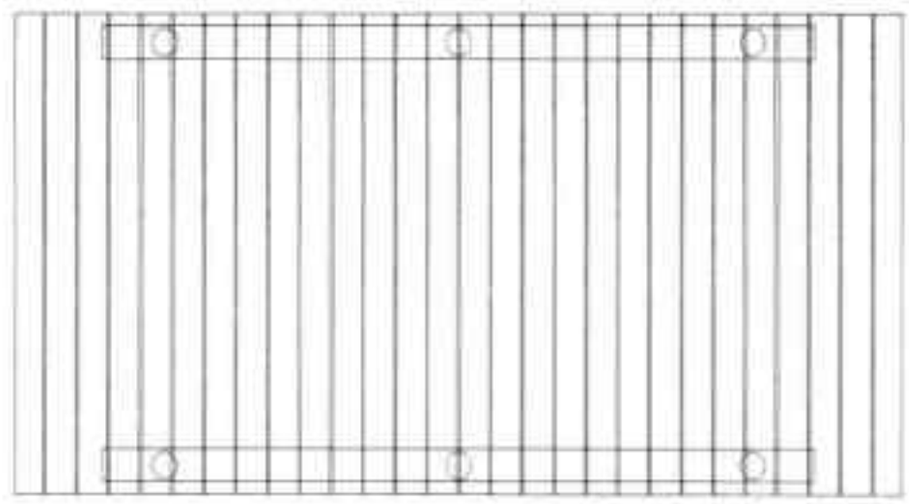

图20-74 继续偏移操作
Step 10 多次执行“偏移”命令，将偏移后的线再次向右依次偏移 120mm 和 10mm，直至结束，如图 20-74 所示。